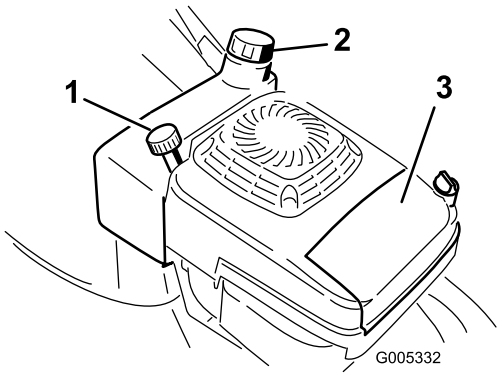

Figuur 9
1. Maak de omgeving van de dop van de brandstoftank schoon (Figuur 9).